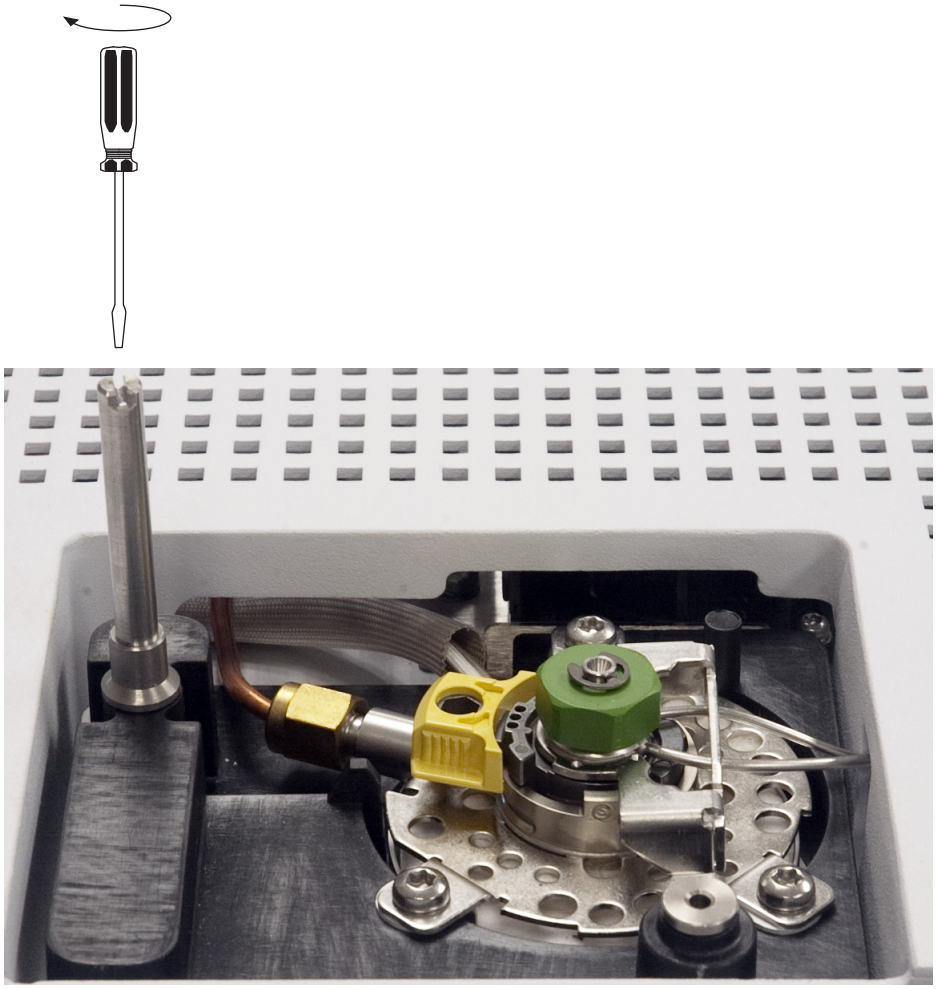

Figure 19. Installing the mounting post (5975T LTM-GC/MSD)
- 5975T LTM-GC/MSD. Install into the inlet mounting bracket. The post must be turned all the way down (**Figure 19**).